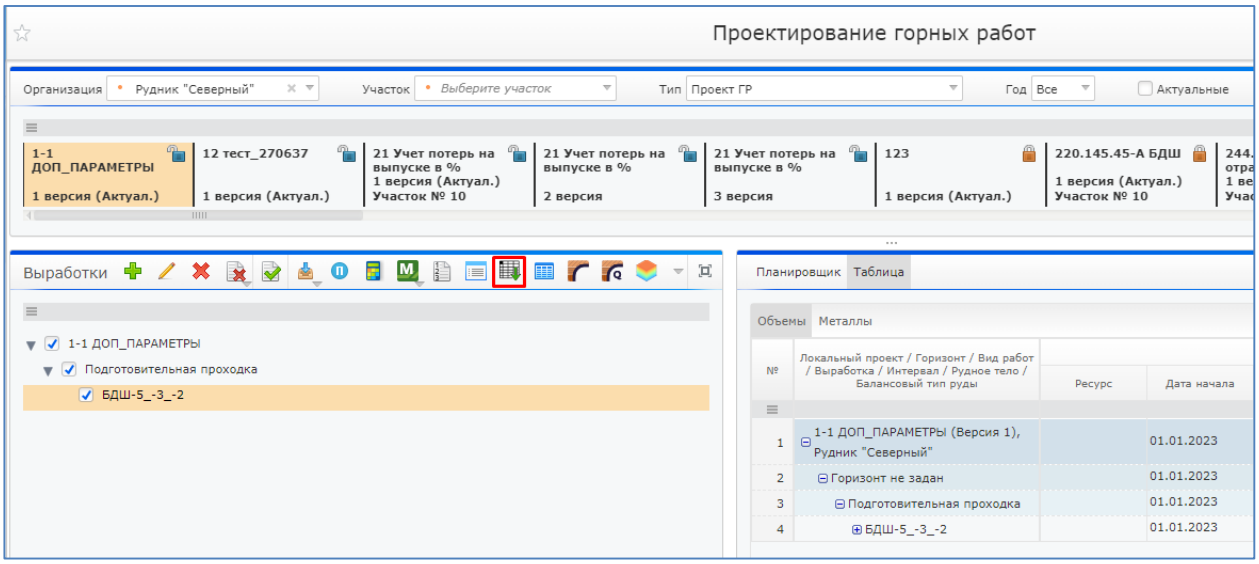

Рисунок 38. Кнопка «Получить процент доп. разубоживания»
6. В блоке «Выработки» нажать на кнопку «Получить процент доп. разубоживания». По результатам работы функции для каждого интервала запишется дополнительный процент по породе и по бетону (Рисунок 38).